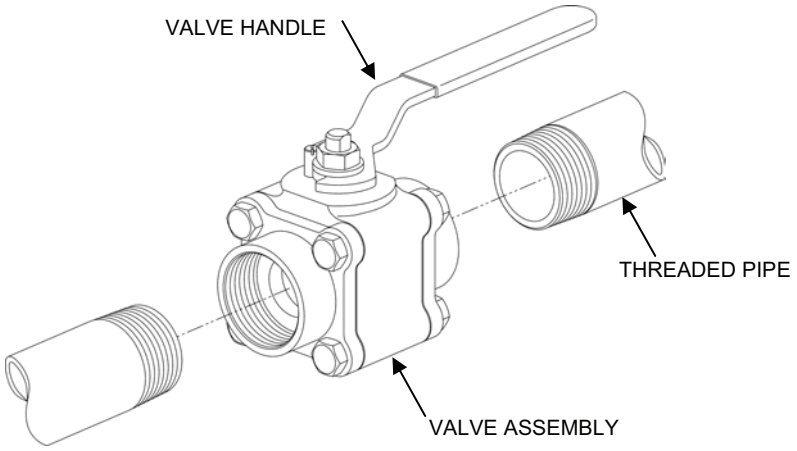

Figure 6. Threaded Ball Valve Replacement.
2. Remove the threaded ball valve from the pipe line as follows (see Figure 6):
a. Make sure that the valve is in the open position (as shown in Figure 6).